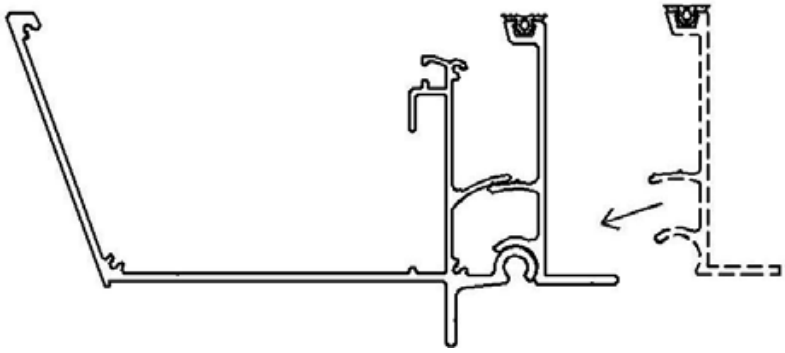
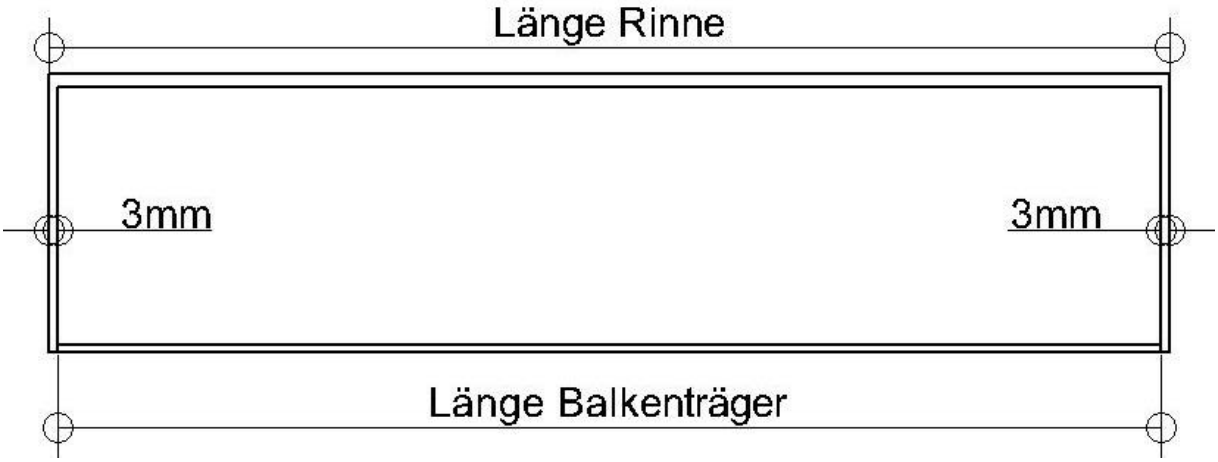

**Abb. 3**
**Abb. 4**
1.8 Platzieren Sie das Kippprofil in das Rinnenprofil Abb.: 3 so, dass es genau mittig vor dem Rinnenprofil eingesetzt ist ca.: 3mm auf jeder Seite zurück. Abb.: 4